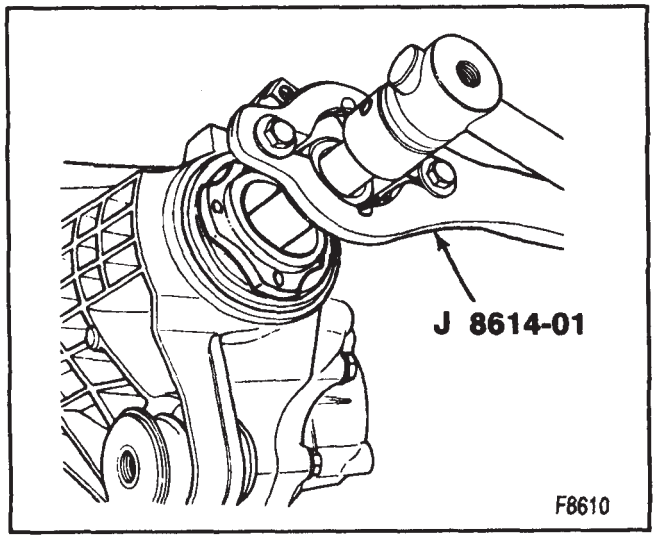
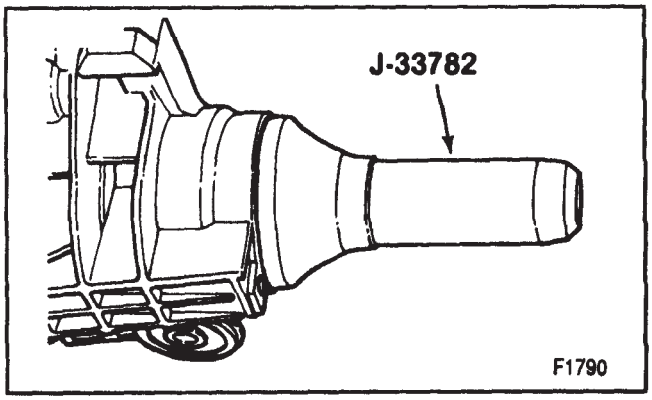
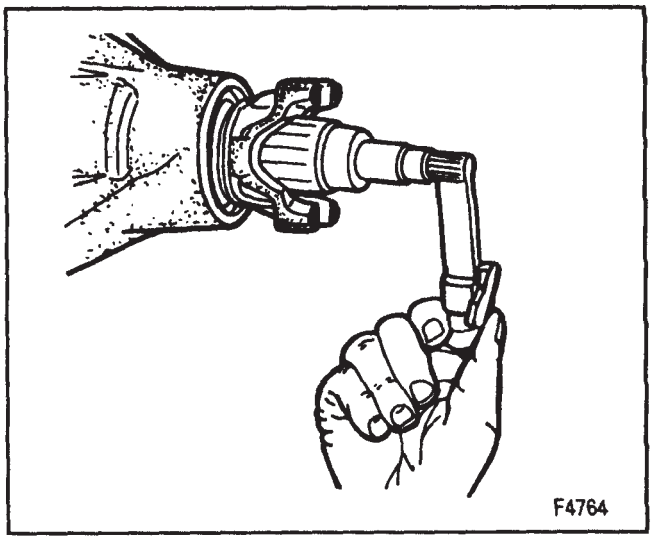

Figure 18—Removing/Installing the Pinion Nut
Figure 20—Installing the Pinion Oil Seal
Figure 21—Checking Pinion Preload
Remove or Disconnect (Figures 18 through 20)
1. Bolts (101) from propeller shaft flange to front axle.
2. Propeller shaft (100).
- Check and record preload with an inch pound torque wrench (figure 21). This will give combined pinion bearing, seal, carrier bearing, axle bearing and seal preload.
3. Pinion flange nut (46) and washer (45).
- Hold the pinion flange (44) with J 8614-01 (figure18).
Install or Connect (Figures 18 through 21)
2. New pinion flange (44).
3. Washer (45) and nut (46) using J 8614-01 (figure 18).
- Nut (46) a little at a time, turning the pinion flange several times after each tightening to set the rollers. Check the bearing preload each time until preload is 0.3 to 0.6 N·m (3 to 5 in. lbs.) more than the reading recorded during removal (figure 21).
4. Propeller shaft (100).
5. Bolts (101) to flange.
Remove or Disconnect (Figures 18 through 21)
- Use J 8614-01 to hold the pinion flange (figure 18).
1. New pinion oil seal (42) using J 33782 (figure 20).
2. Special seal lubricant (Part No. 1050169 or equivalent) to the outside of the pinion flange (44) and the sealing lip of the new pinion oil seal (42).
3. Pinion flange (44) in the exact spline relationship as it came off.
4. Washer and nut using J 8614-01 (figure 18).